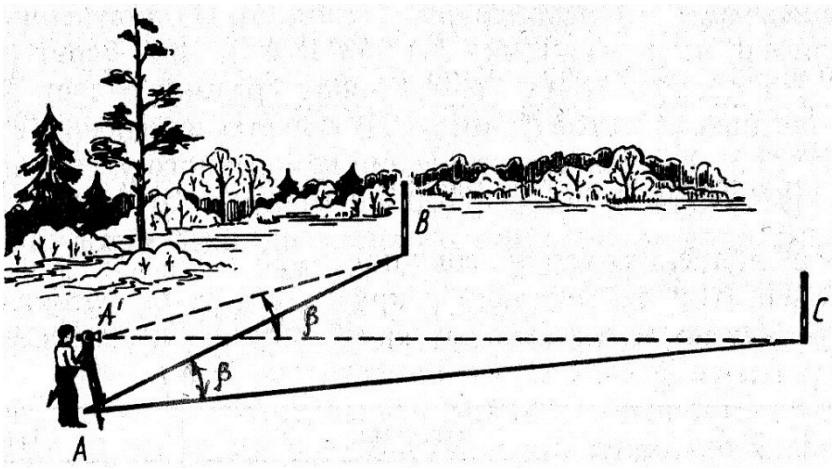

Рис.5. Измерение горизонтального угла
1.1.Горизонтальный угол β – это угол, образованный проекциями направлений A' C и A' B на горизонтальную плоскость, т. е. *линейный угол двугранного угла A^1 A.* Это видно из рисунка измерения горизонтального угла на местности (рис. 5).